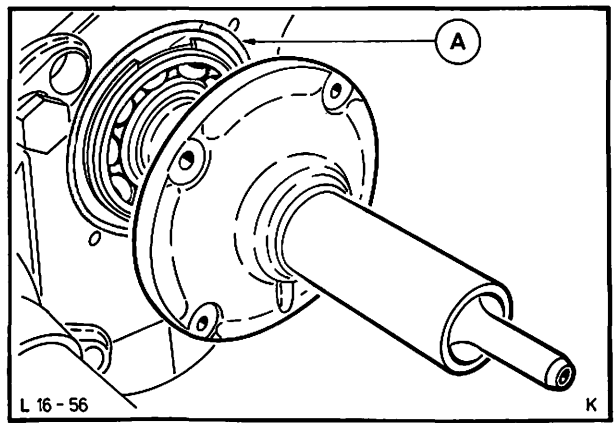

Abb. 71 Führungshülse – Kupplungsdrucklager montieren
46. Führungshülse – Kupplungsdrucklager mit neuem O-Ring anbauen. Schrauben mit Dichtungsmasse einsetzen. (Auf richtige Lage des O-Ringes und der Ölrücklaufbohrung achten.) Abb. 71.